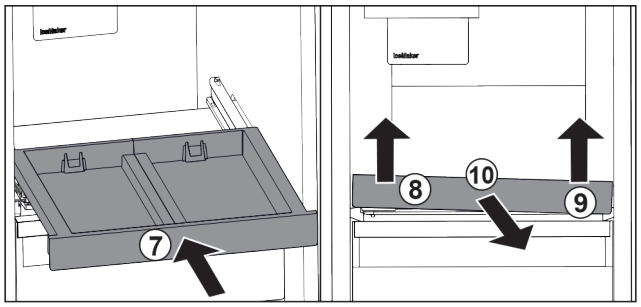

*Fig. 141*
▶ Uitschuifplateau erin schuiven. *Fig. 141 (7)*
▶ Uitschuifplateau linksvoor optillen. *Fig. 141 (8)*
▶ Uitschuifplateau rechtsvoor optillen. *Fig. 141 (9)*
▶ Uitschuifplateau er naar voren uitnemen. *Fig. 141 (10)*